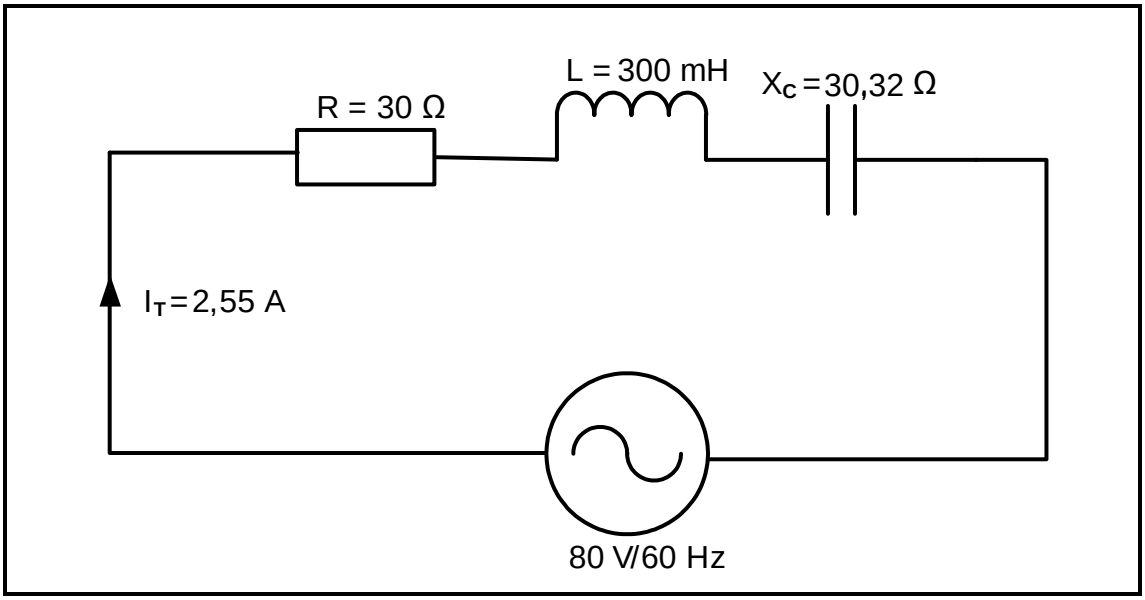

FIGUUR 2.3: RLC-SERIEKRING
2.3 Die RLC-seriekring in FIGUUR 2.3 hieronder bestaan uit 'n resistor met 'n weerstand van 30 Ω, 'n induktor met 'n induktansie van 300 mH en 'n kapasitor met 'n kapasitiewe reaktansie van 30,32 Ω. Die komponente is almal gekoppel oor die toevoerspanning van 80 V/60 Hz-WS met 'n totale stroom van 2,55 A wat deur die kringbaan vloei. Beantwoord die vrae wat volg.